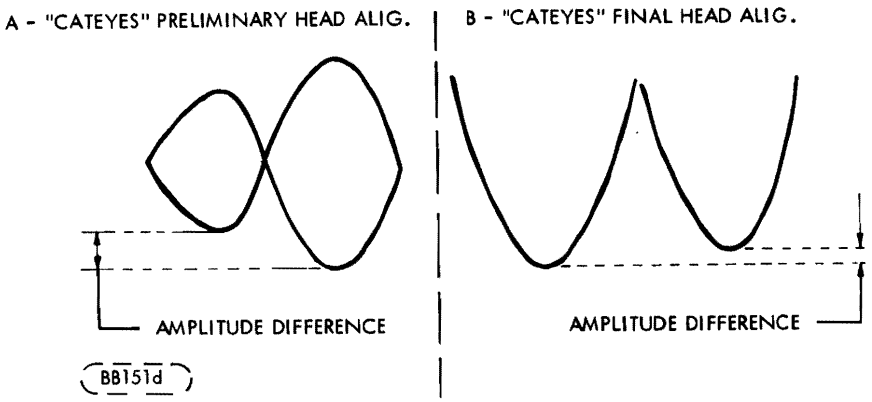

Figure 6-8. Head Alignment Amplitude
Scope trace after trigger level is adjusted for repetitive trace should display an envelope of data "Cateyes" consisting of two lobes (refer to Figure 6-8 A). If no such pattern can be displayed, manually turn the stepper motor shaft extending from the rear of the stepper motor one-quarter turn either way to locate pattern. Then proceed to step "h".
g. Change the volts/div of Channel 1 and Channel 2 to 0.02 volts/div. Move the trace on the scope (Position Knob) up until the bottom of the two lobes are setting approximately on the base line (refer to Figure 6-8 B). For an acceptably aligned unit, the voltage ratio of the smaller lobe to the larger lobe should exceed 80%.